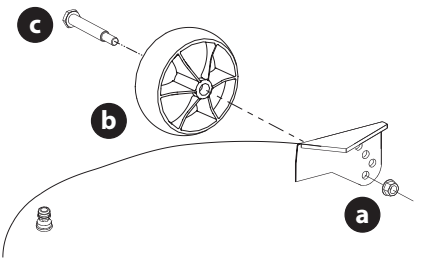

Fig. 11
6. Extraiga la tuerca e seguridad (a) rueda de calibración (b) y el tornillo con reborde (c) de la plataforma (Fig. 11).